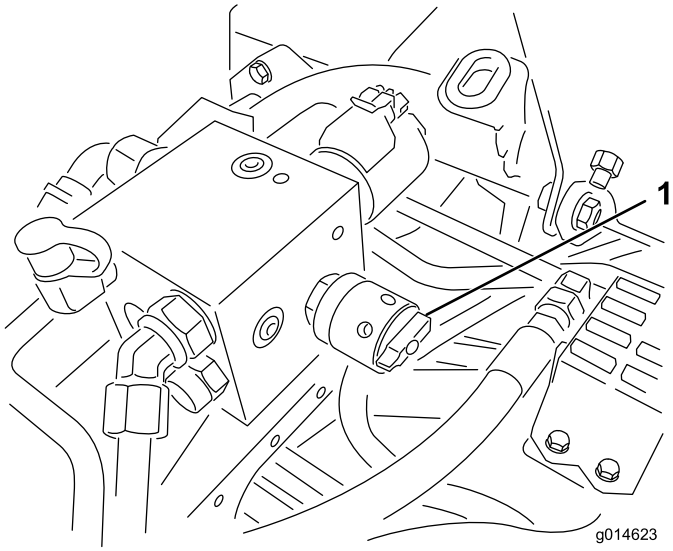

Figur 39
4. Knivcylindrenes hastighed indstilles ved at dreje grebet (Figur 39), indtil indikatorpilene står ud for det tal, der angiver den ønskede indstilling.